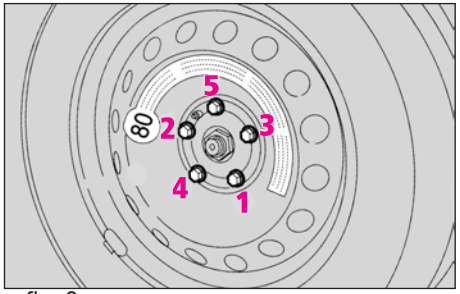

fig. 8
-cu ajutorul cheii, strângeți complet șuruburile în ordinea indicată în (**fig. 8**).
-cu ajutorul cheii, strângeți bine șuruburile în ordinea indicată în (**fig. 8**).
-cu ajutorul cheii, strângeți șuruburile complet în ordinea arătată în (**fig. 8**).